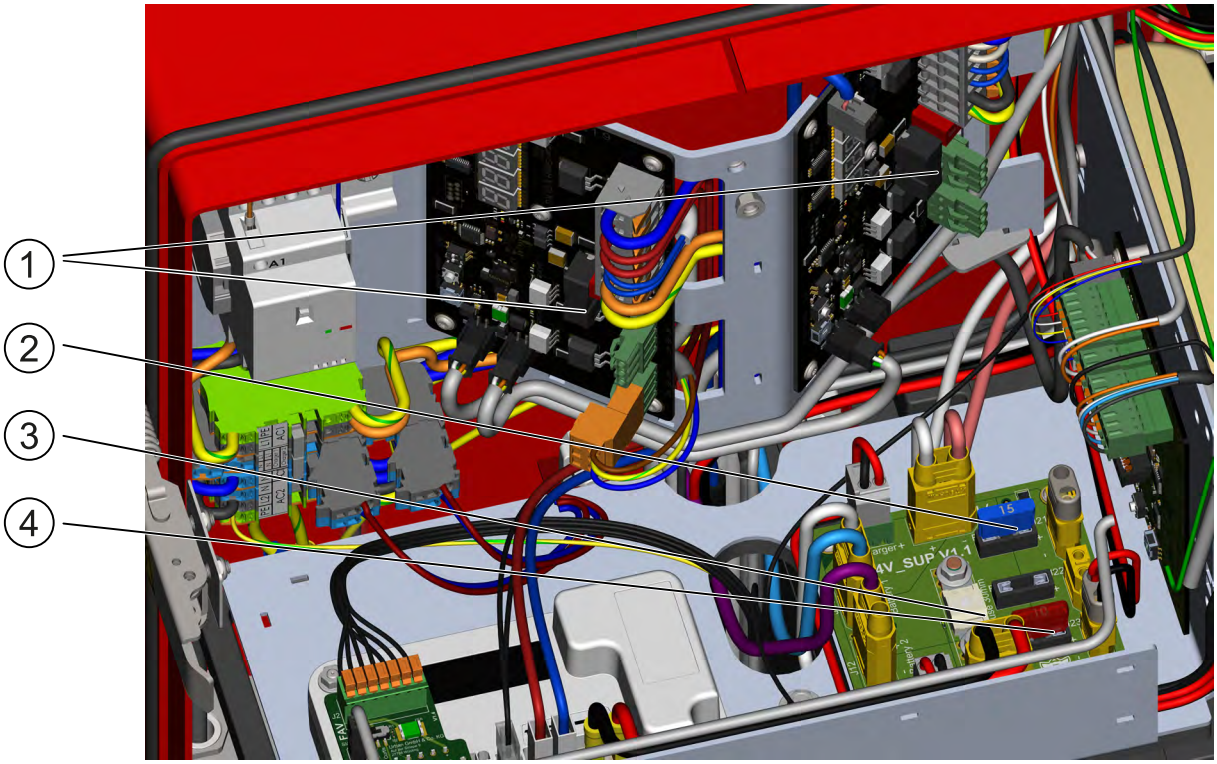

Afbeelding 26: Overzicht van de zekeringen
4. Zoek de defecte zekering zie Afbeelding 26 “Overzicht van de zekeringen”, op pagina 79).